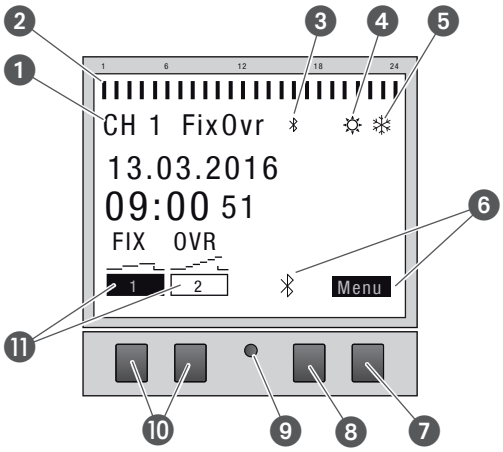

Afb. 2: Displayopbouw
Functie van de twee rechter toetsen (Afb. 2/❼ + ❽)
Functieweergaven van de twee linker toetsen (Afb. 2/⑩)
De menustructuur verschijnt op het display na bediening van de menutoets (Afb. 2/❼).